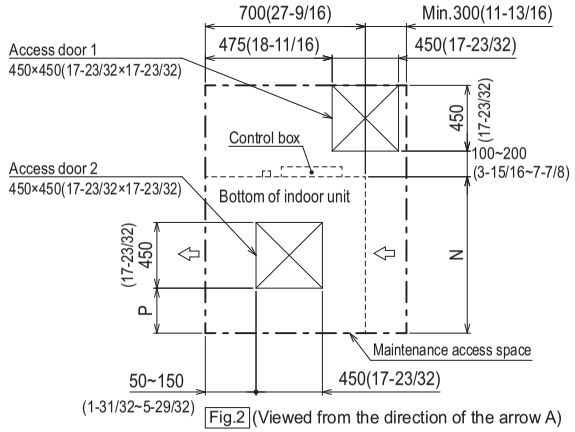

Fig.2 (Viewed from the direction of the arrow A)
- Create access door 1 and 2 (450×450mm(17-23/32×17-23/32) each) as shown in Fig.2.